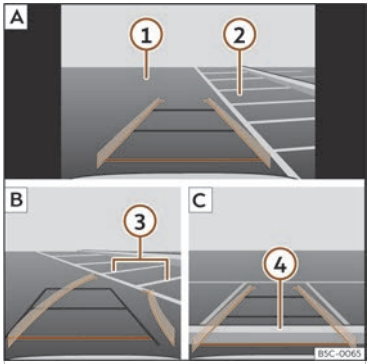

Abb. 140 Anzeige auf dem Bildschirm des Infotainment-Systems: Einparken mit dem Rückfahrassistenten.
Legende zur ››› **(Abb. 140)**:
- Bringen Sie das Fahrzeug vor die Parklücke ››› (Abb. 140) ② A.
- Fahren Sie rückwärts und drehen Sie das Lenkrad so, dass die gelben Linien in die Parklücke weisen. Die grünen und gelben Linien müssen mit den seitlichen Begrenzungslinien übereinstimmen ③ B.
- Halten Sie das Fahrzeug an, wenn die rote Linie die hintere Begrenzung erreicht hat ④ C.